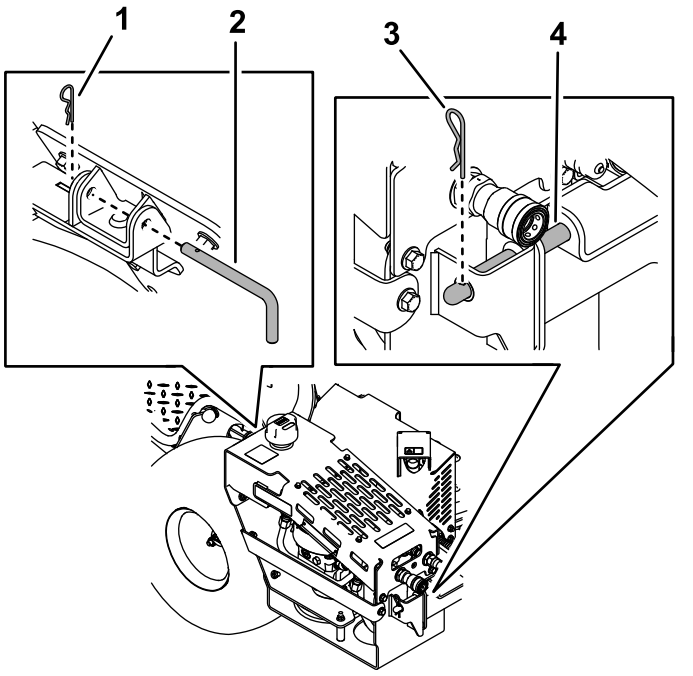

Figura 5
5. Instale el conjunto de flujo alto en los soportes delantero y trasero, ajustando el soporte delantero si es necesario. Asegure el conjunto al soporte trasero usando el pasador de horquilla pequeño y el pasador de enganche, y asegúrelo en el pasador de montaje del soporte delantero usando el pasador de horquilla más grande (Figura 5).